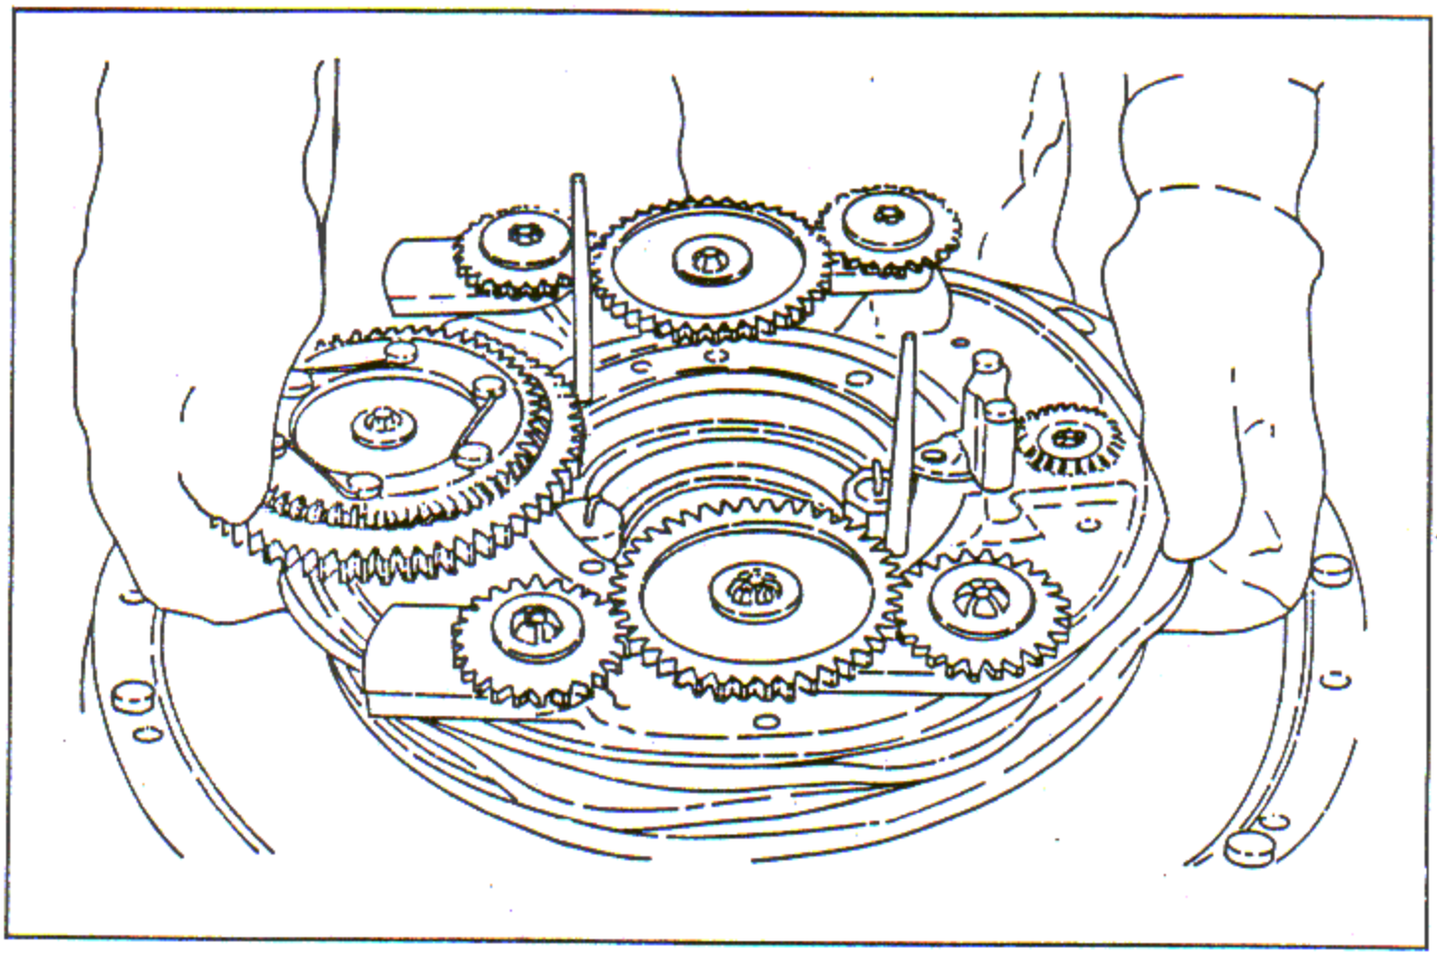

Figure 7-27. Installing Cam and Second Order Balanceweight Assembly (R1820-80 Series)
e. Install one aligning bar in each of two attaching screw holes, 180 degrees apart, as shown in figure 7-27, in the cam assembly mounting boss in the crankcase front main section.